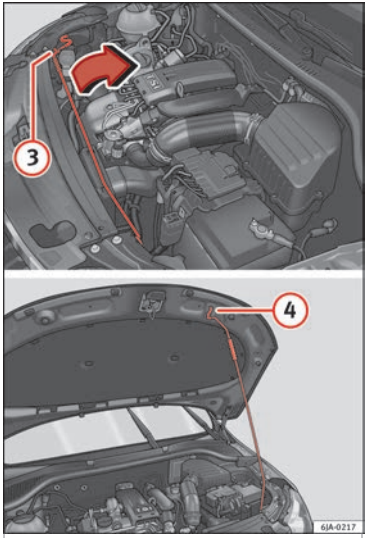

Fig. 205 Locking the bonnet.
– Remove the support strut (3) ››› **Fig. 205** from its fastening in the direction of the arrow and secure the raised bonnet so that the end of the strut hooks onto the opening in the bonnet (4).